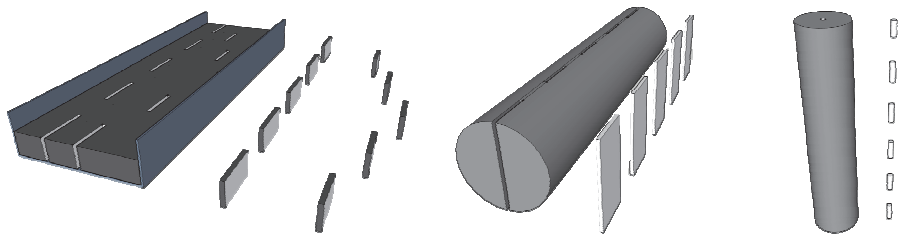

Figure 4. Partial stream partial time
- Taking part of the stream part of the time. Figure 4